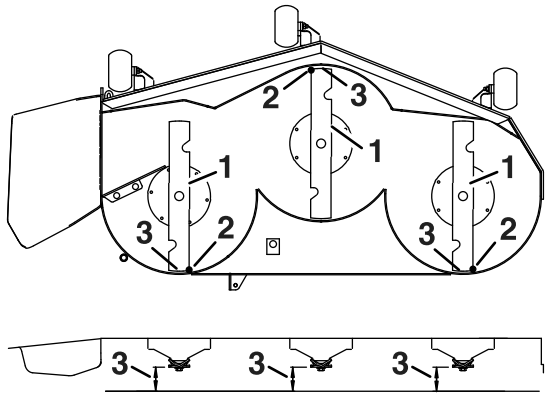

**Figuur 82**
7. Controleer de schuinstand van de maaimessen in de lengterichting (Figuur 82). Zorg dat de voorste mespunt lager zit dan de achterste; zie de tabel met blokhoogte en schuinte. Als instelling vereist is, gaat u verder met deze procedure.